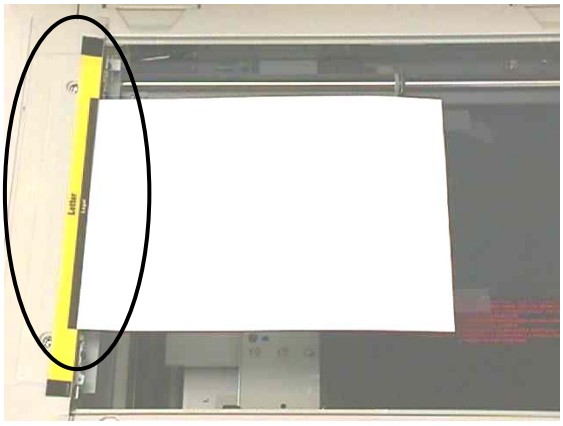

FIGURE 22
6.2 Remove the Konica Alignment Scale and replace it with the new TRM Side Alignment Scale Decal. Make sure the Black strip labeled Legal is aligned with the paper taped to the exposure glass. (see figure 22)